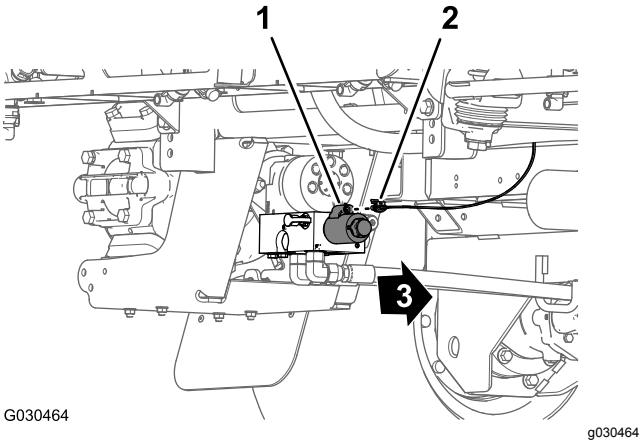

**Figur 134**
1. På maskinens bagende inde fra sprøjtepumpen tilsluttes konnektoren med to sokler mærket **Spray Pump Solenoid** (sprøjtepumpens solenoide) på 86 cm afgreningen af ledningsnet til konnektoren med 2 ben på relæet til pumpen (Figur 134).